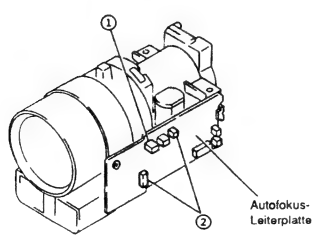

Abb. 2-104
1) Den Stecker von der Autofokus-Leiterplatte abtrennen (siehe Abb. 2-104).